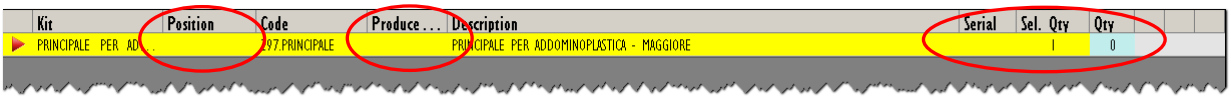

Fig 264
- Specify, where required, all the data relating to the kit to be picked: the quantity, the serial number, the position of each kit (Fig 264).